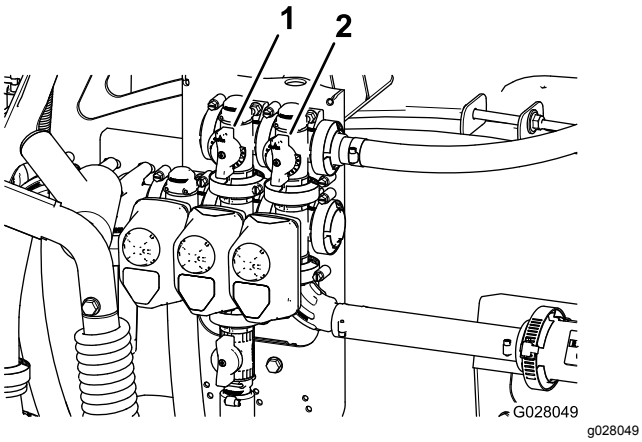

Figur 31
11. Indstil omrøringsomløbsventilen (Figur 31) på bagsiden af omrøringsventilen, indtil trykmåleren står på 6.9 bar.
9. Juster grebet til hovedbommens omløbsventil for at styre omrøringen i tanken (Figur 31).